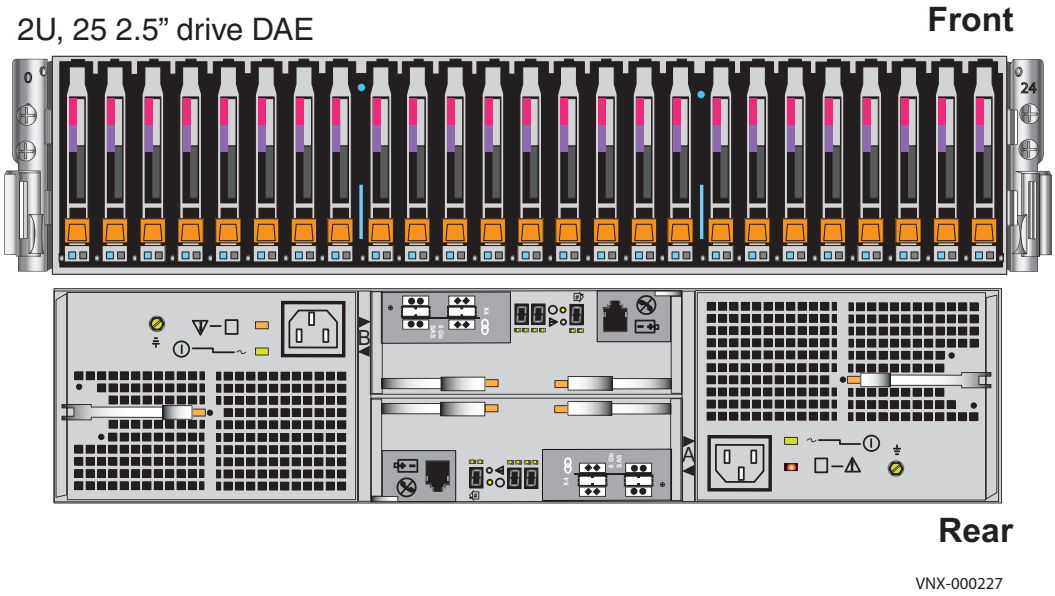

**Figure 34** 2U, 25 2.5'' drive DAE
- 2U, 25 2.5'' drive DAE as shown in Figure 34.